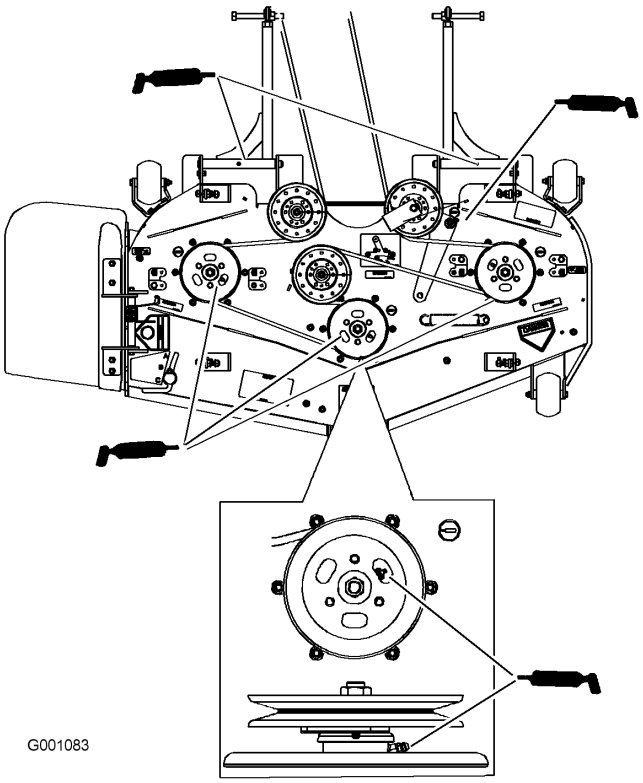

Figure 29
4. Lubrifiez les roulements des trois axes sous les poulies jusqu'à ce que la graisse sorte par les joints inférieurs (Figure 29).
5. Graissez le bras de la poulie de tension sur le plateau de coupe (Figure 29).
6. Lubrifiez les graisseurs des bras de poussée (Figure 29).